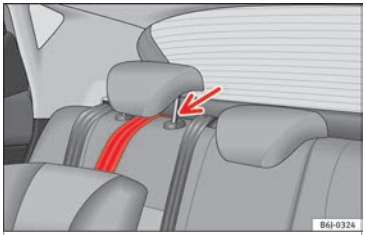

Fig. 27 Retainer strap: correct adjustment and fitting.
- Guide the strap under the rear seat head restraint ››› **Fig. 27** (lift the head restraint where necessary).